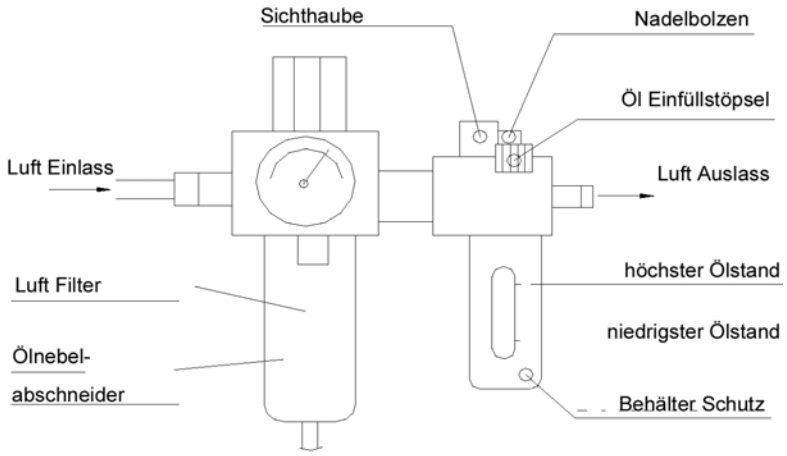

Abb. 6.6.2 Anpassung der Luftversorgung
6.6.2 Druckluft-Öler (Abb. 6.6.2)